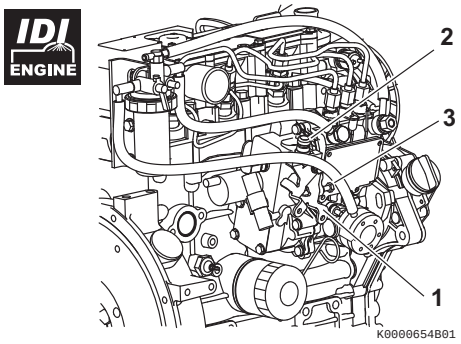

Figure 12
1. Check that the governor lever **(Figure 12, (1))** makes firm contact with the high idle stop **(Figure 12, (2))** and the low idle speed limit screw **(Figure 12, (3))** when the engine speed control is in the full speed or low idle speed positions.